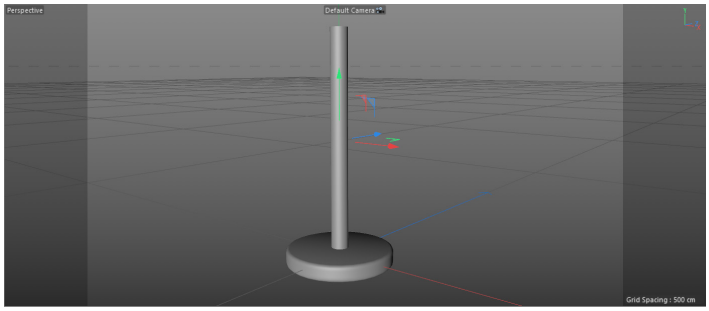

Figure 3-3 *The body moved on the top of base*
4. In the Attribute Manager, choose the **Coordinates** button. Next, enter **108.682** in the **P . Y** spinner; *body* is moved on the top of *base,* refer to Figure 3-3.